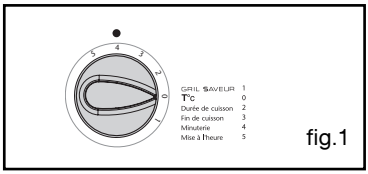

fig.1
-positionnez le sélecteur de programme sur la position "minuterie" (fig.1). Le symbole minuterie ⌛ -> 0.00 et un petit sablier clignotent.